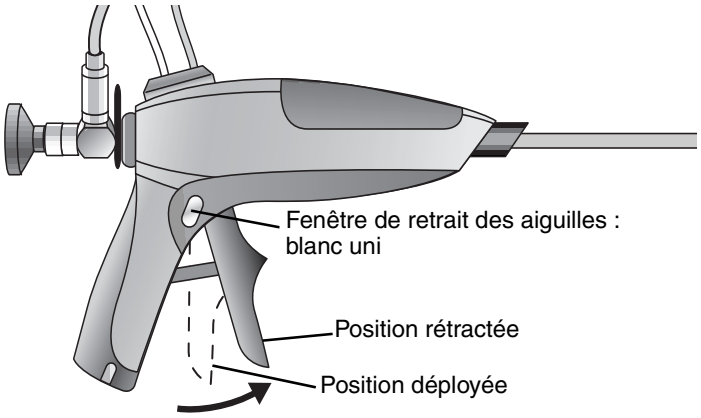
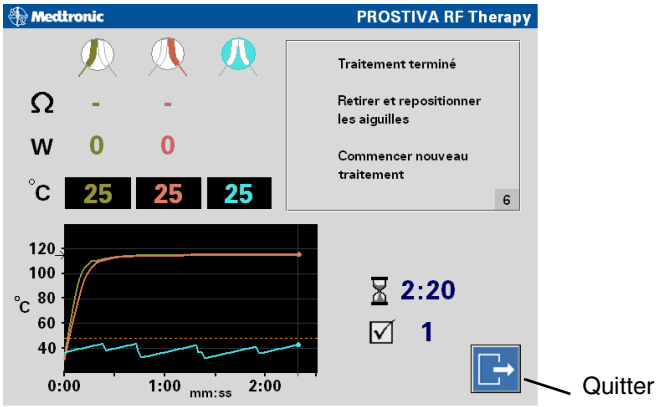
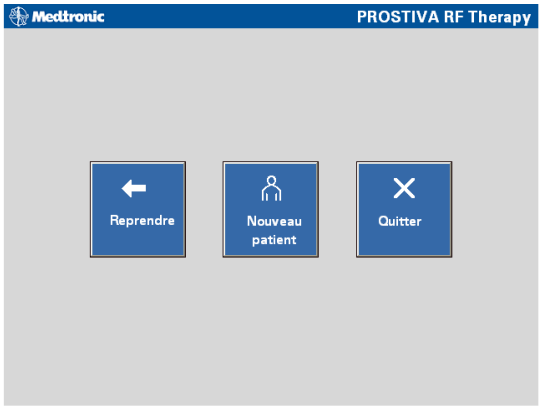

Figure 4-13. Rétraction complète du mécanisme de déclenchement
Figure 4-14. Confirmation du message “Traitement terminé” sur l'affichage de l'écran de thérapie
Figure 4-15. Confirmation du message "Nouveau patient" sur l'affichage de l'écran
13. À la fin du traitement, confirmer l'apparition du message "Traitement terminé" sur l'affichage de l'écran (Figure 4-14), puis rétracter entièrement le mécanisme de déclenchement de la poignée de traitement (Figure 4-13).
16. Appuyer sur le bouton à icône "Quitter" (Figure 4-14) pour accéder à la fenêtre "Nouveau patient" (Figure 4-15).